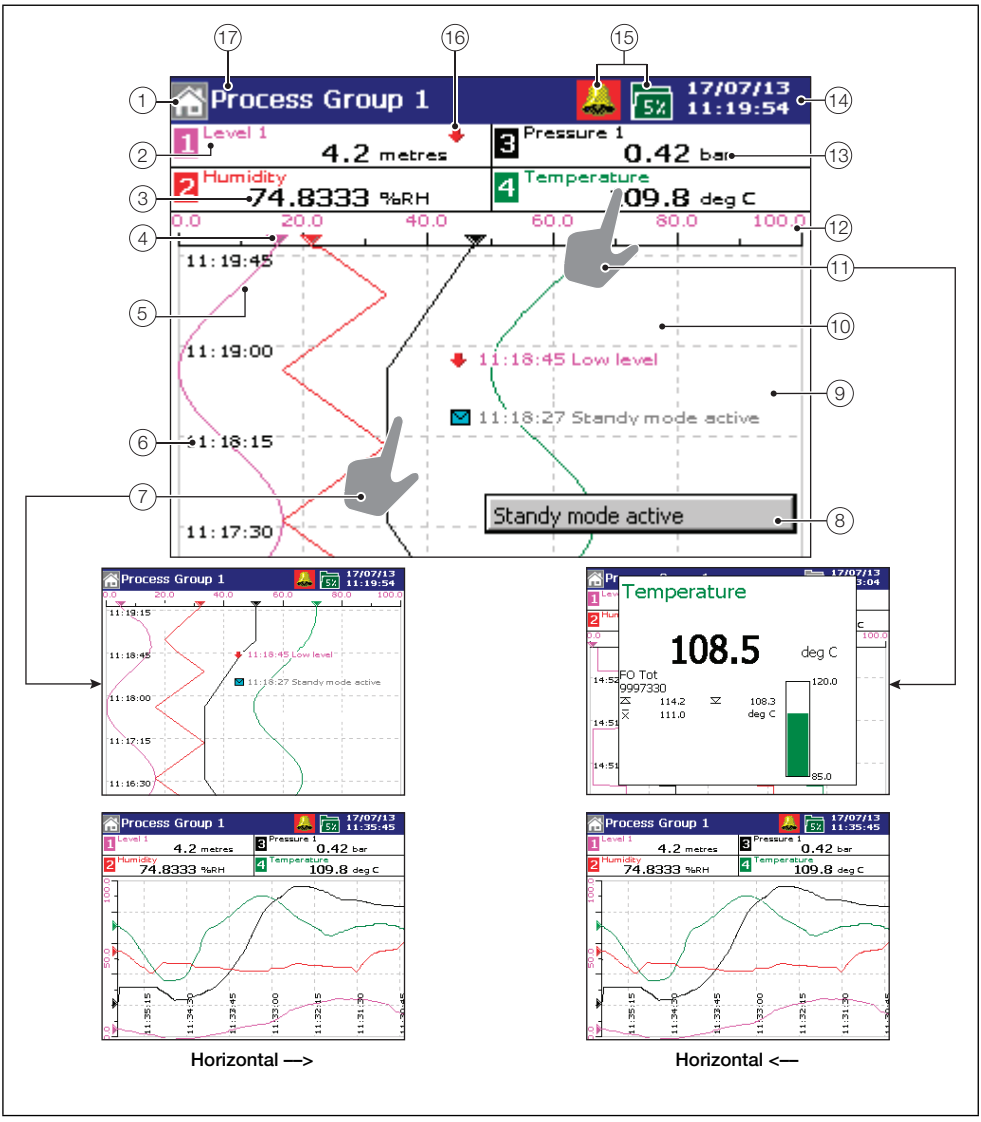

Fig. 5.5 Vertical and horizontal chart views
Key to Fig. 5.5:
If **any** alarm in **any** process group is active, the Global Alarm status icon () is displayed in the status bar – see item (15) in see Fig. 5.5, page 28. If **any** active alarm in **any** process group is unacknowledged, the icon is surrounded by a flashing border ().